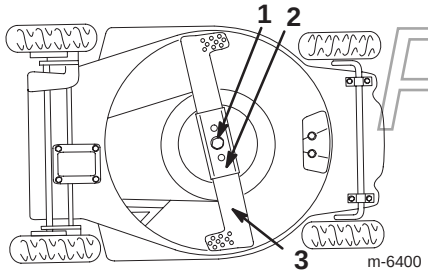

Bild 25
4. Kippen Sie den Rasenmäher auf seine **linke** Seite (Bild 25).
2. Entfernen Sie die Messerschraube, Sicherungsscheibe, das Messer und die Messerverstärkung (Bild 25).